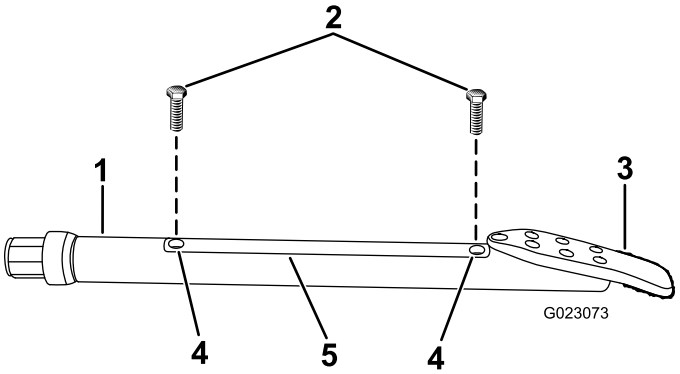

Rysunek 50
2. Poluzować śruby mocujące pokrywę do obudowy i zdjąć pokrywę (Rysunek 50).
4. Założyć pokrywę na miejsce i zamocować śrubami (Rysunek 50).